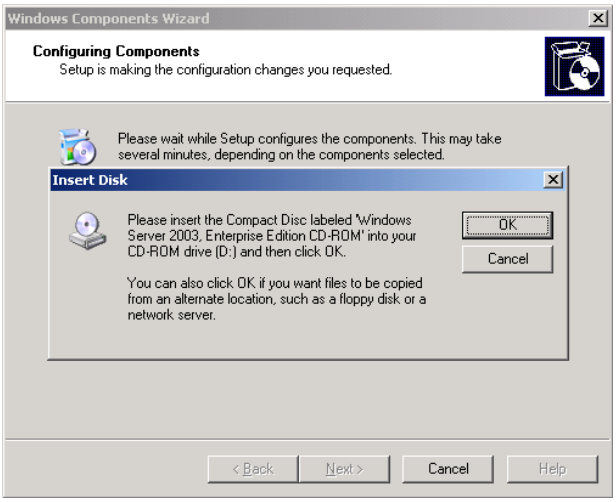

Figure 2.4: Files Needed
4. You will be informed that additional files are necessary, and prompted to insert your Windows Server 2003 installation CD, as shown in **Figure 2.4.**